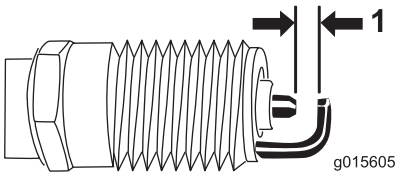

Figuur 27
5. Stel de elektrodenafstand in op 0,76 mm (Figuur 27).